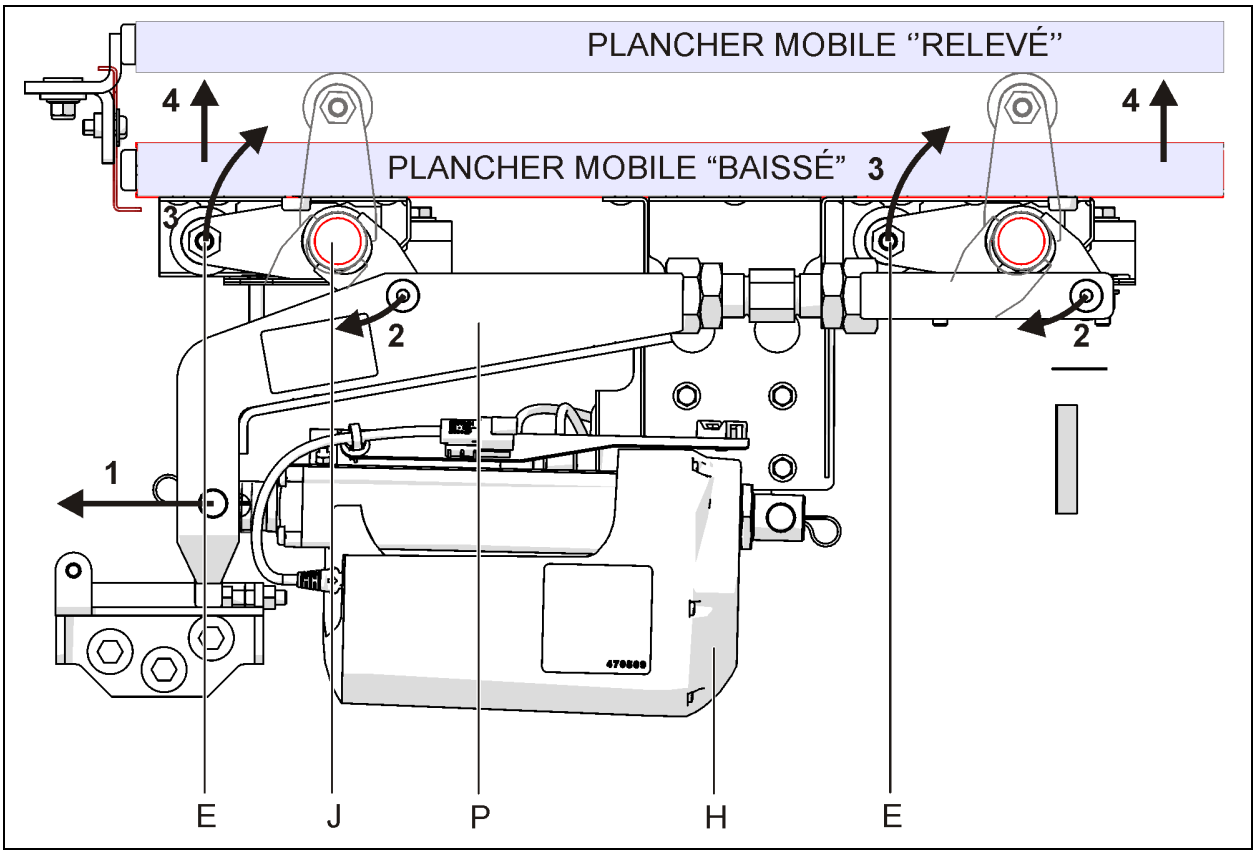
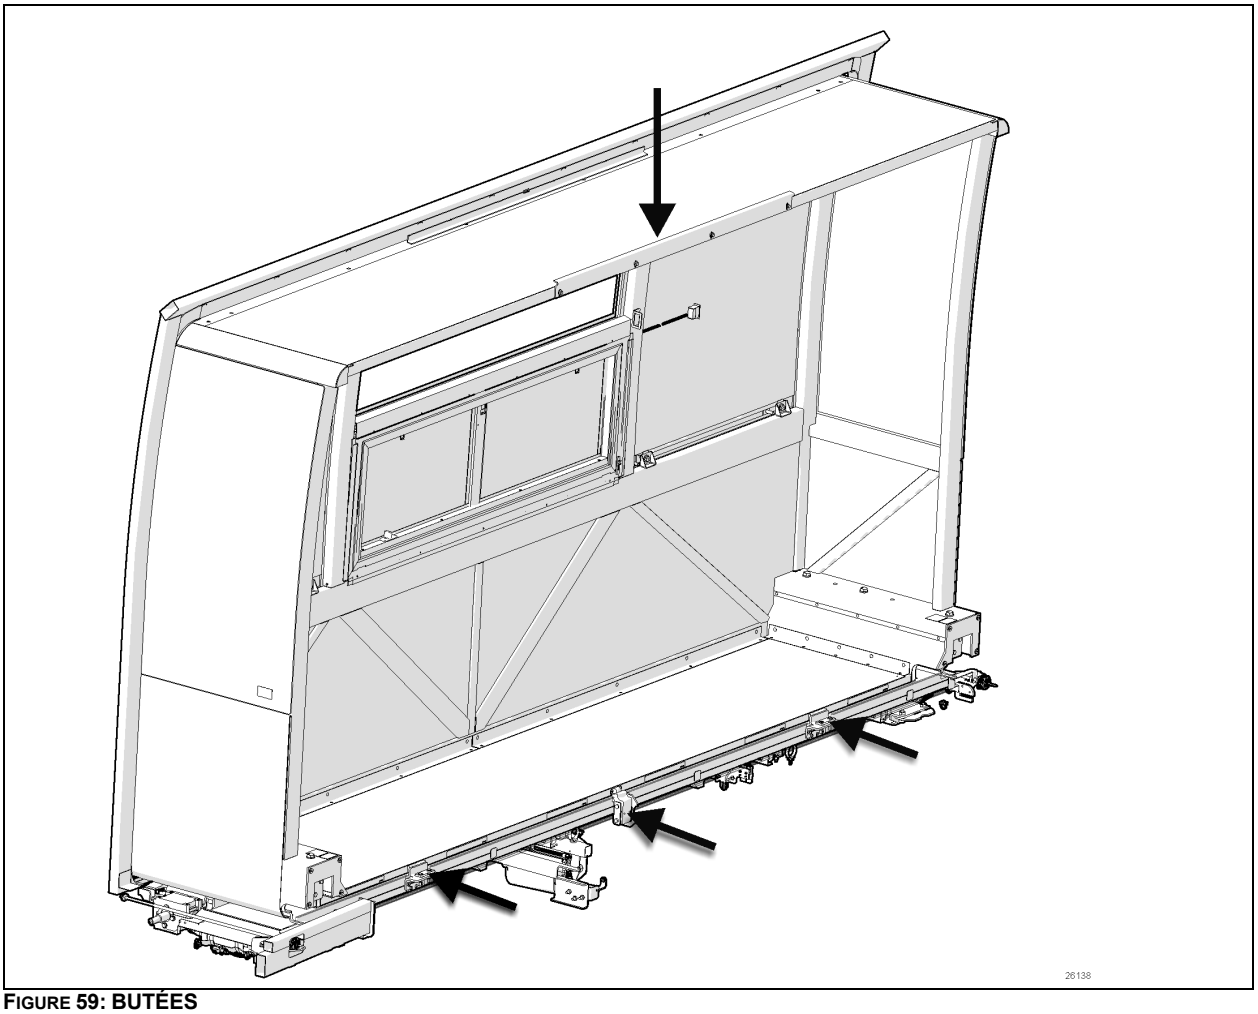

FIGURE 54 : LEVAGE DE PLANCHER AFFLEURANT 26126
FIGURE 59: BUTÉES
Se référer de la Figure 54 à Figure 59 ci-dessus pour les descriptions qui suivent.
La rallonge coulissante est déplacée vers l'intérieur et l'extérieur sur une paire de paliers linéaires empilés (Figure 59, Items I and III). La puissance pour le déplacement provient de deux moteurs électriques synchronisés (C) orientés horizontalement sous chaque assemblage de palier linéaire. Le moteur entraîne un réducteur de vitesse à angle droit (D).
Les assemblages des paliers et des rails de la rallonge sont en pairs superposés (Figure 59). La structure de la rallonge coulissante est attachée au rail supérieur (I). Le palier supérieur est attaché au rail inférieur (II). Le palier inférieur est attaché à la structure du véhicule (II).